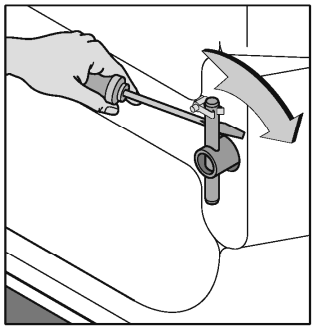

Bild 1
Die Transportsicherung unbedingt vor der Inbetriebnahme entfernen (Bild 1 - 3), sonst muss während des Betriebes mit Schäden am Gerät gerechnet werden.
- Beide Stangen aus der Verankerung lösen und herausziehen (Bild 1 und 2).